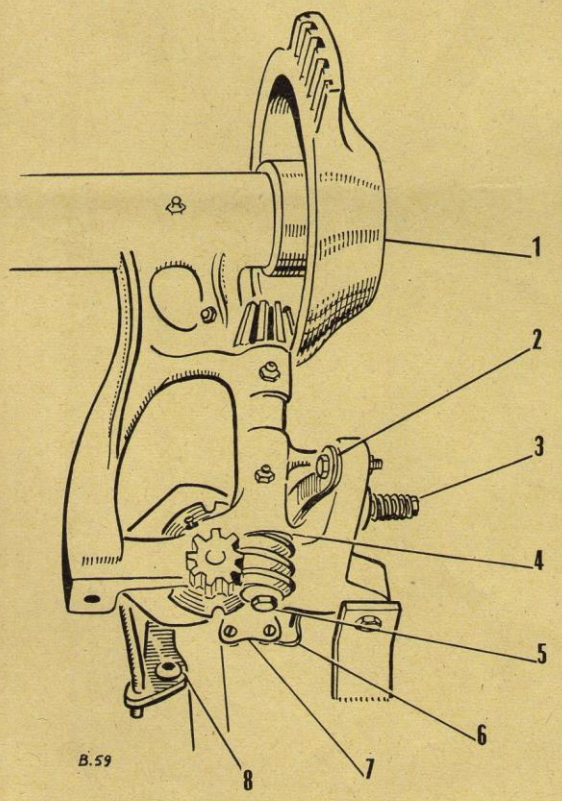

Fig. 2.
Tension du bec de noueur trop faible.	Resserrer la vis de réglage du bec de noueur (ressort spirale) (3) fig. 2.